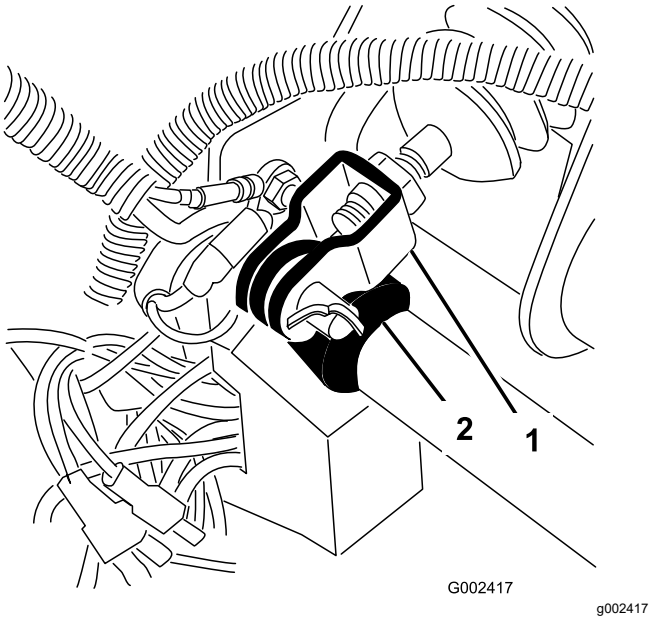

**Figur 65**
1. Ta bort saxpinnen och sprintbulten som fäster huvudcylinderoket vid bromspedalstappen (Figur 65).